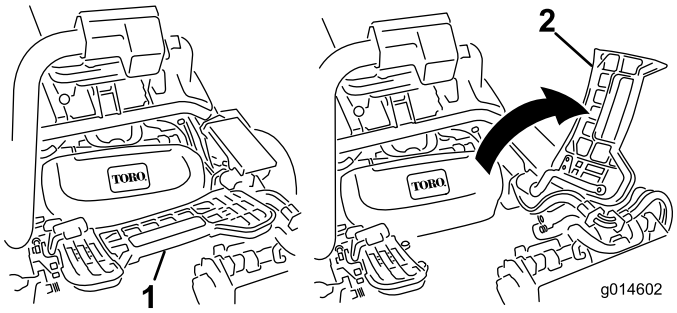

**Figuur 32**
2. Klap de voetsteun omhoog zodat u bij het middelste maaidek kunt (Figuur 32).